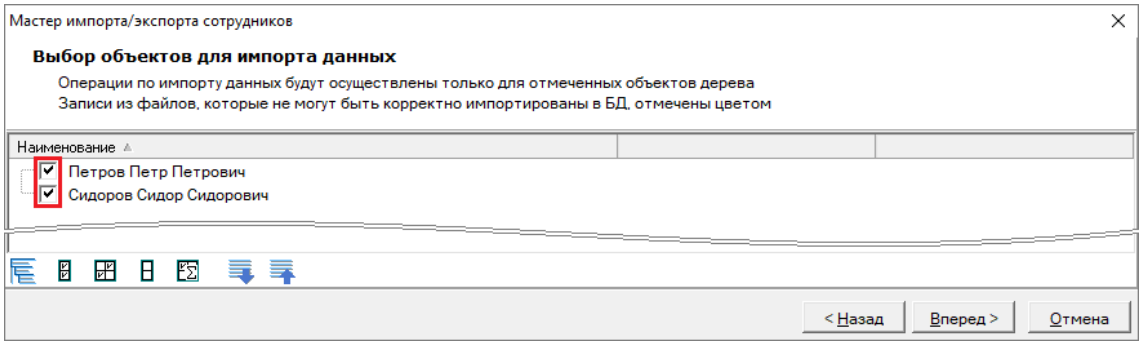

Рисунок 15-53 Выбор обновляемых сотрудников
3) В шаге «Выбор объектов для импорта данных» (см. п. 15.4.3) выбрать обновляемых сотрудников – установкой флагов в соответствующих чекбоксах объектов (см. Рисунок 15-53);